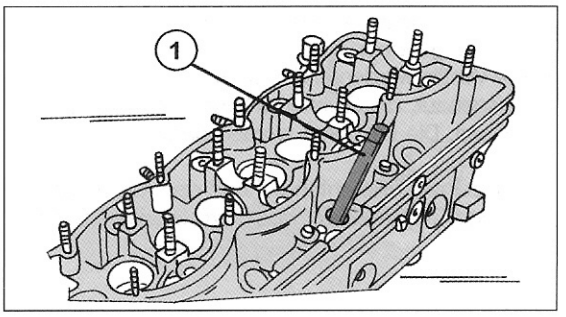

Bild 72
- Falls vorhanden, die Vorkammern aus dem Zylinderkopf ausschlagen (außer Motoren mit Direkteinspritzung). Die Einspritzdüsen müssen allerdings ausgebaut sein. Dazu einen kleinen Dorn entsprechend Bild 72 ansetzen und die Einsätze ausschlagen.